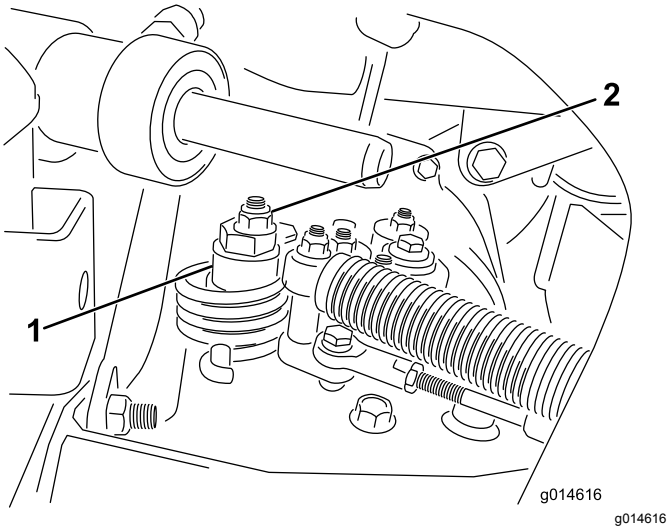

Figur 41
A. Lossa muttern som fäster excenterbulten på hydrostatens ovandel (Figur 41).
C. Vrid excenterbulten tills maskinen inte kryper i någon riktning. När hjulet slutar rotera drar du åt muttern som låser excenterbulten och justeringen (Figur 41). Kontrollera justeringen med gasreglaget i det LÅNGSAMMA och det SNABBA läget.